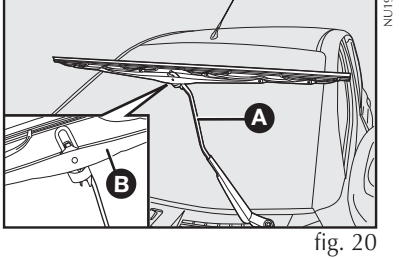

fig. 20
Substituição das palhetas do limpador do para-brisa - fig. 20
2) Pressionar a palheta **B-fig. 20** para baixo e desengatá-la do braço **A**;